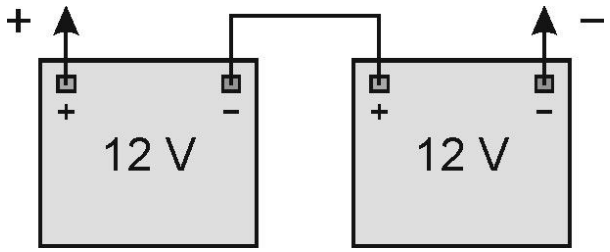

Рисунок 3
4. Подключите новые аккумуляторные батареи в соответствии со схемой, которая приведена на рис. 3.